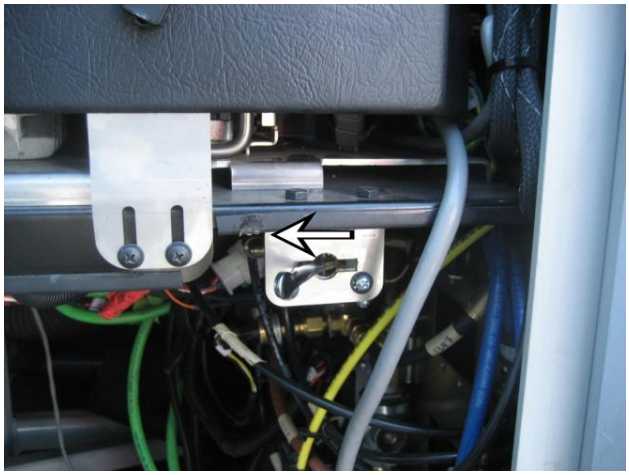

FIGURE 58:LOCATION OF COMMUTER TAG AXLE AIR VALVE
7. On X-Series commuter vehicles only, the tag axle air valve lever is located in the front service compartment. Move it forward as shown on Figure 58.